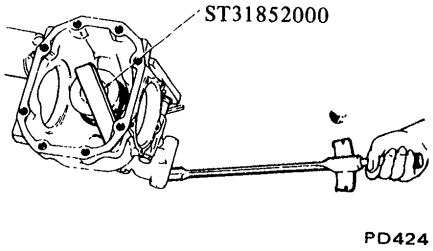

Fig. PD-12 Tightening drive pinion nut
3. Fit drive pinion bearing spacer, washer, front bearing cone, Drive Pinion Dummy Collar ST31214000 and companion flange in this order on dummy shaft and tighten drive pinion nut to the specified torque using Stopper ST31852000 and checking pinion bearing preload. See Figure PD-12.